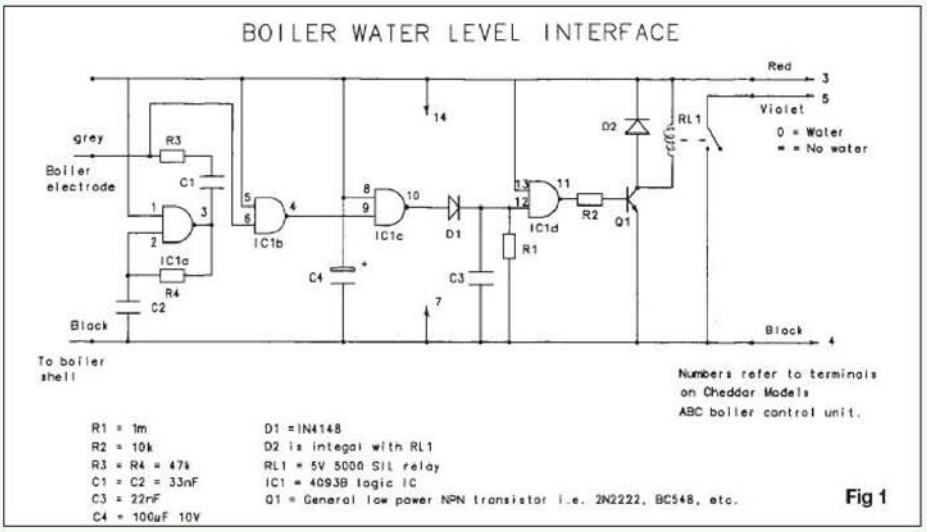

Fig 1
I share John Schofield's concern over the Cheddar Models water level detector in relation to bubbles, etc. I am still happier with electrodes in the boiler or, if not possible, a separate water column made of copper tube with electrodes screwed in; the whole unit being in parallel with the water gauge. I have built an interface using a CD4093 chip as a substitute for the LM1830. The circuit was published in Electronics World (ref 3) some time ago and I have modified it to give a reed relay output (**fig 1**). The latter is used to ensure that the input to the ABC unit is electrically isolated, as I do not know what its input arrangement is. This circuit is used to apply zero volts to terminal 5 of the ABC control box the action is as in their instructions (ref 4) page 7, item 8, open circuit = empty glass, closed circuit = full glass.
Any gear, irrespective of choice, should follow what is termed the equivalent eccentric. This is illustrated by constructing a simple eccentric from the valve and port parameters and Fig. 1 shows a valve and its eccentric, proportioned to conform to the valve dimensions given. The eccentric directly drives the valve and full forward gear will result. In order to reverse it would require the eccentric moving vertically across the centreline such that the valve remained in the same position.
The setting of the eccentric in **Fig. 1** is the equivalent eccentric and any gear we choose – Bremme, Hackworth, Walschaerts or even a valve gear that uses neither eccentrics nor return cranks must be able to mimic this equivalent eccentric exactly.